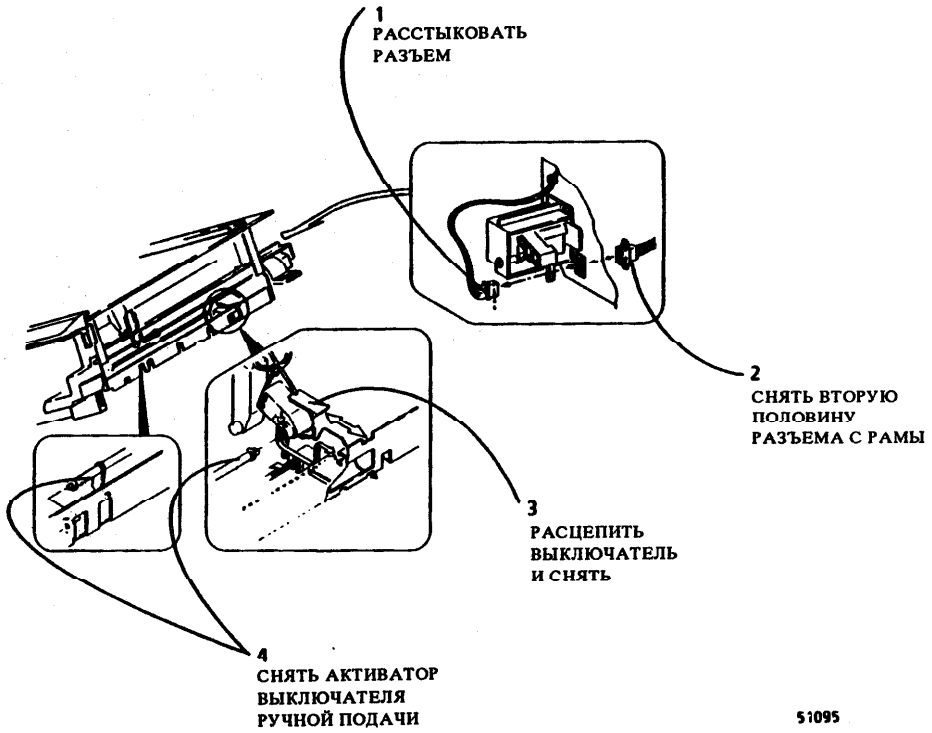

Рис. 1. Снятие выключателя ручной подачи/выключателя регистрации и активатора выключателя ручной подачи
4. (Рис. 1): снять выключатель ручной подачи/ выключатель регистрации, а также (при необходимости) активатор выключателя ручной подачи.